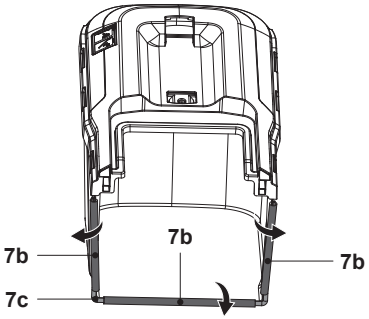

Rys. 5
1. Przypiąć trzy gumowe zaciski (7b) do pręta podtrzymującego (7c) kosza na trawę (7) (rys. 5).